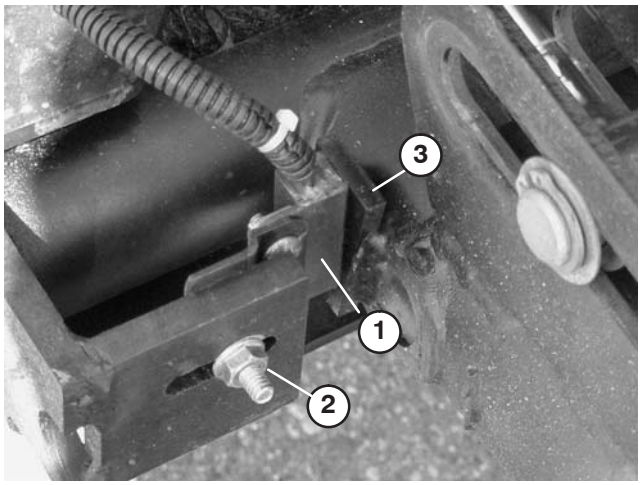

Bild 10
- Lösen Sie die Schlossschraubenmutter, mit der die Hubarm-Schalterhalterung am Hubarm 4 (links vorne) befestigt ist (Bild 10).